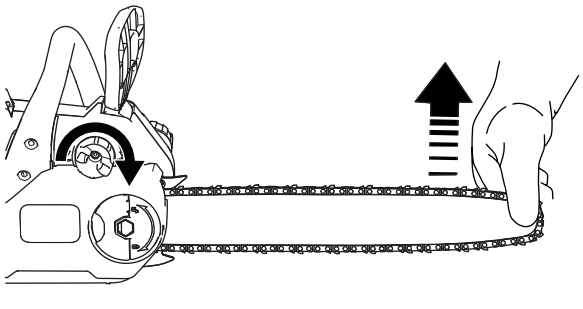

Figura 28
3. Levante la punta de la espada (Figura 28).